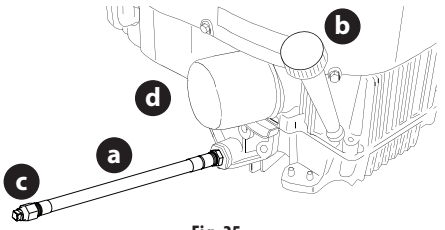

Fig. 35
1. Ubique la manguera de drenaje de aceite (a) en el costado del motor (Fig. 35).
2. Para recoger el aceite usado, coloque un recipiente adecuado para recolectar el aceite, con al menos una capacidad de 2.5 cuartos (2.37 litros), debajo de la abertura del tubo de drenaje de aceite. Retire el tapón de llenado de aceite/la varilla de nivel de aceite (b) del tubo de llenado (Fig. 35).
3. Mientras sostiene el extremo libre de la manguera de drenaje de aceite sobre el recipiente de recolección de aceite, desenrosque el tapón con cabeza cuadrada de la manguera (c) del extremo de la manguera de drenaje de aceite (Fig. 35). Drene el aceite del motor dentro del recipiente recolector.
5. Extraiga el filtro de aceite (d) y drene en el recipiente recolector (Fig. 35).
6. Vuelva a colocar el filtro de aceite (d) y cargue el motor con aceite nuevo según las instrucciones del Manual del operador del motor (Fig. 35).